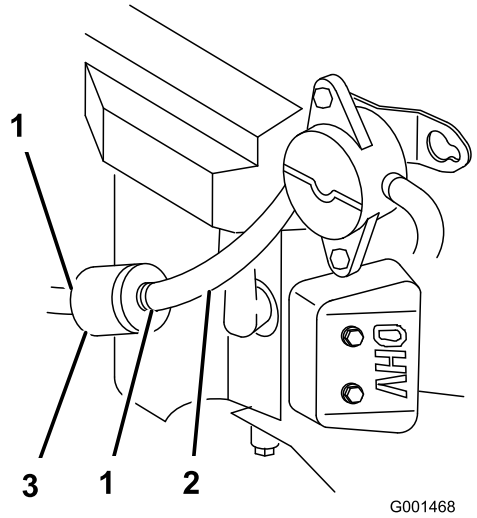

**Figur 41**
4. Kläm ihop ändarna på slangklämmorna och dra bort dem från filtret (Figur 41).